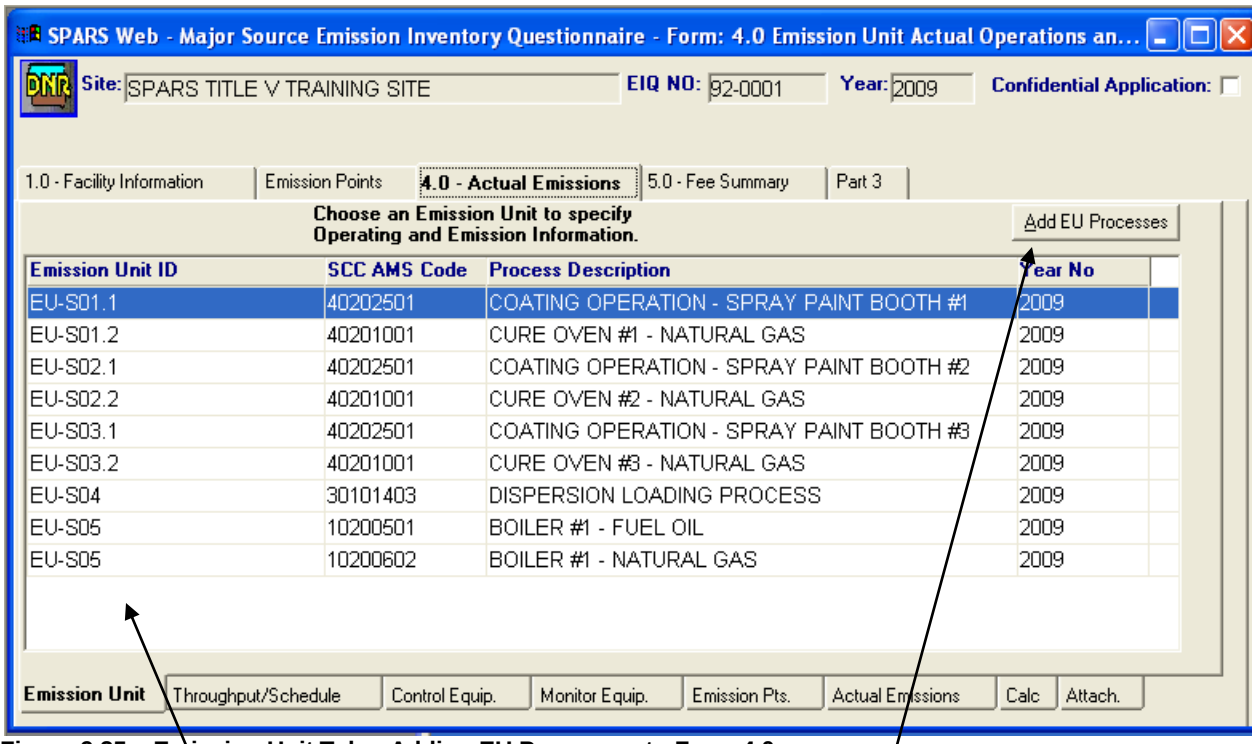

Figure 9.25 – Emission Unit Tab – Adding EU Processes to Form 4.0.
5. Click the **Add EU Processes** button (see Figure 9.25).